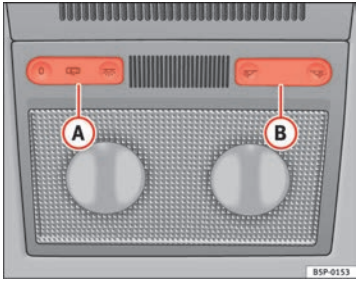

Fig. 79 Interior roof trim: front interior lights
The switch ⇒ fig. 79 (A) is used to select the following positions:
Push the switch to position O ⇒ fig. 79. ▶